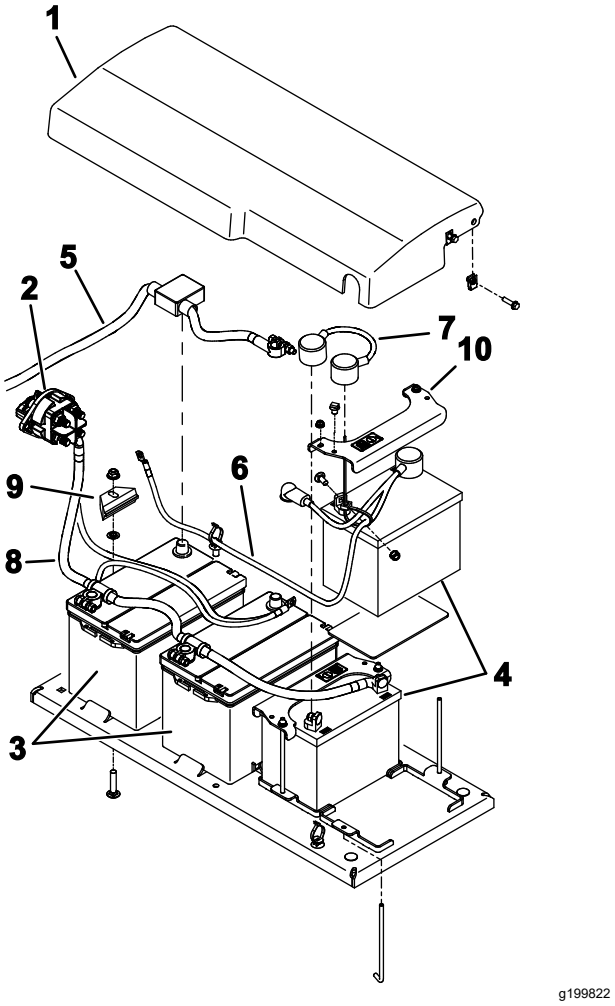

**Figuur 115**
6. Verwijder het bevestigingsmateriaal waarmee het accudeksel aan de machine is bevestigd en verwijder het deksel (Figuur 115).
9. Verwijder de accu's voorzichtig van de machine (Figuur 115).
1. Zet de accu's vast met de accuhouders (Figuur 115).